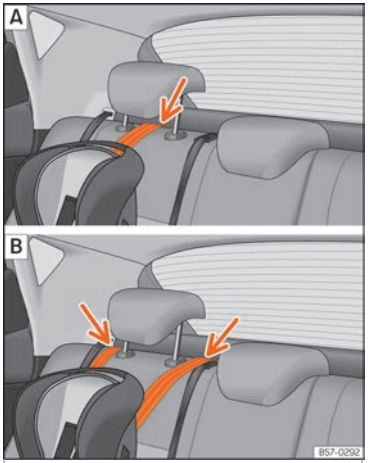

Fig. 26 Bancos traseiros: ajuste e montagem em função do cinto Top Tether.
- Coloque a correia por baixo do encosto de cabeça do banco traseiro ››› Fig. 26 (em função das instruções da própria cadeira, levante ou retire o encosto de cabeça, se for necessário).